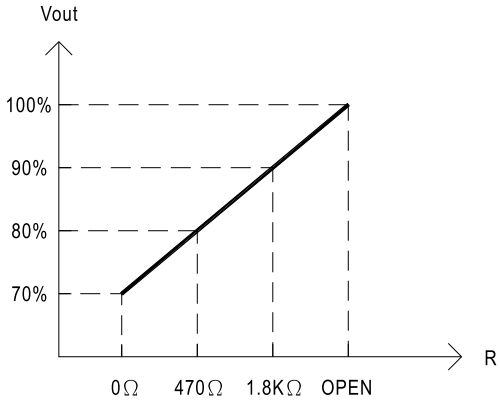

Fig. 3.1 External Resistor (Typical)
(1)Adjustment of output voltage is possible between 70~100%(Typ.) of the rated output which is shown in Fig. 3.1